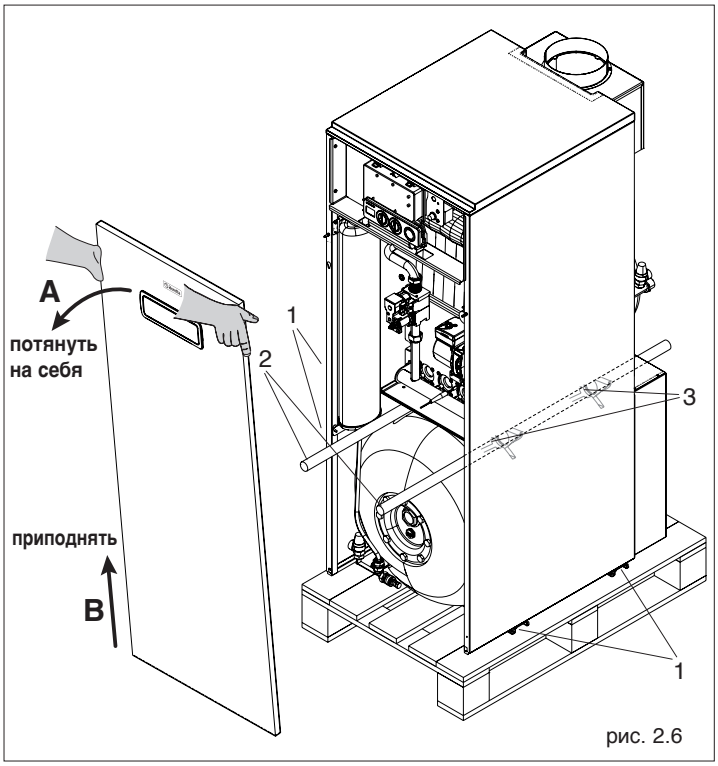

рис. 2.6
- снимите переднюю панель облицовки предварительно потянув ее на себя (A) и немного приподняв (B)
- снимите восемь крепёжных винтов (1), которые крепят котёл к деревянному поддону и снимите котёл с поддона
- приподнимите котёл, используя две трубы на 3/4' (2) (не входят в комплект поставки) для **Fabula E CAI 90** и 1' для **Fabula E CAI 120** которые вставляются в специальные отверстия (3) (рисунок 2.6).